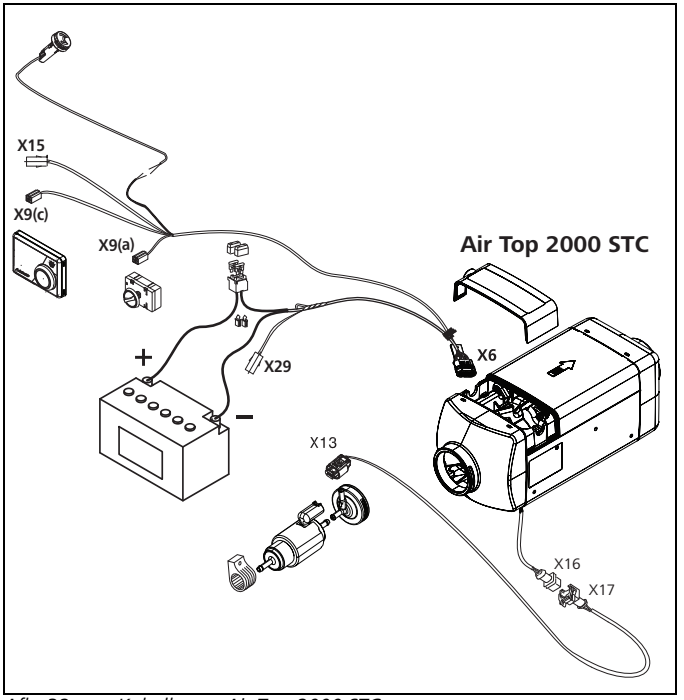
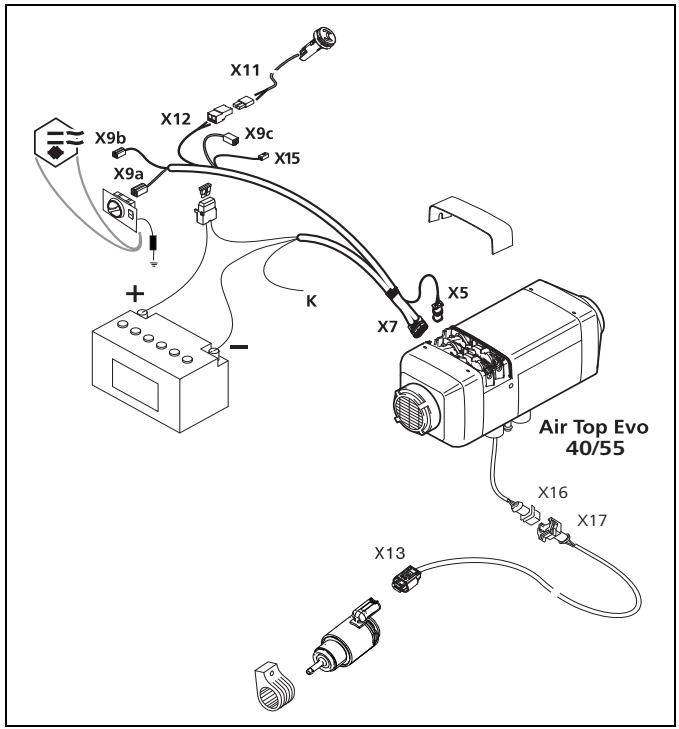

Afb. 32 Kabelboom Air Top 2000 STC
Afb. 33 Kabelboom Air Top Evo 40 / Air Top Evo 55
Afb. 32 en Afb. 33 tonen de kabelbomen voor Air Top 2000 STC en Air Top Evo 40 / Air Top Evo 55
- De kabelboom van de Air Top Evo 40 / Air Top Evo 55 is voorzien van kabel K (Afb. 33, kleur rood/zwart (rt/sw)) voor de optionele aansturing van een accuscheidingsschakelaar of een aanvullende bedrijfsweergave.